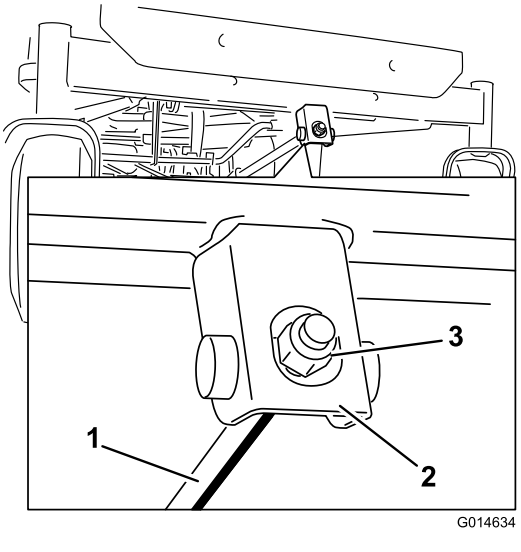

Figure 72
1. Tournez l'écrou de réglage à l'avant de la tondeuse (Figure 72).